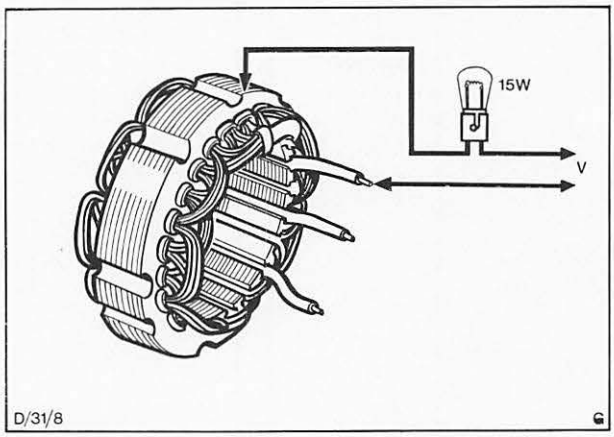

Abb. 26 Isolation der Ständerwicklung prüfen
b) Isolation der Ständerwicklung prüfen, Abb. 26.